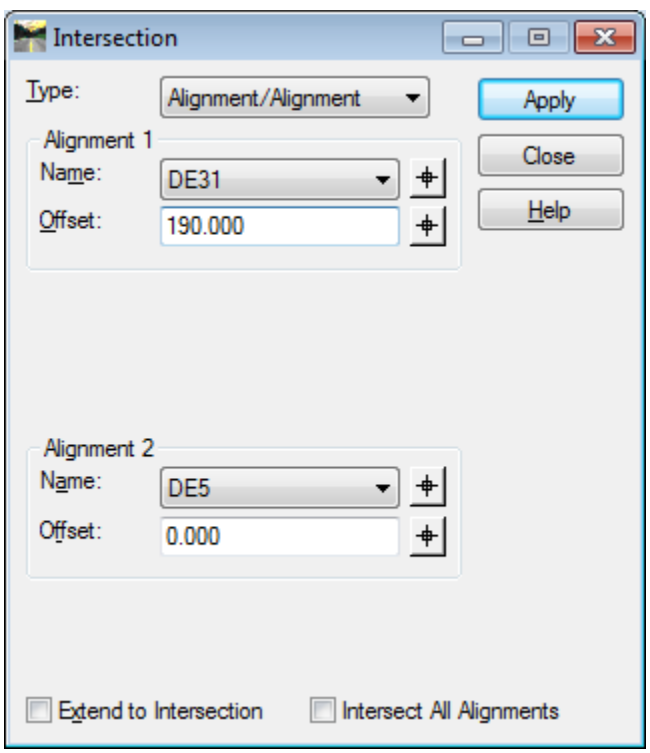

Figure L12-10 Intersection
21.	**Define Alignment 1 to be offset 190' to the Right.** • In the **Intersection** dialog next to the **Offset:** field, key-in **190**. ***NOTE**: A positive value offsets to the right and a negative value offsets to the left. • Verify the **Intersection** dialog at this point matches *Figure L12-10*.